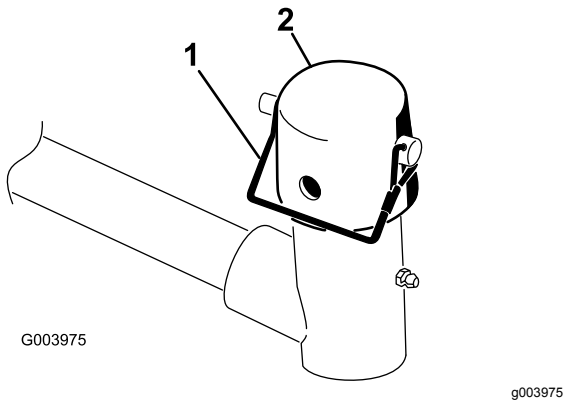

Figur 9
7. Demontera låsstiftet och locket på lyftarmens svängok (Figur 9).
11. Fäst locket och bärramens axel på lyftarmens ok med hjälp av låsstiftet (Figur 9).